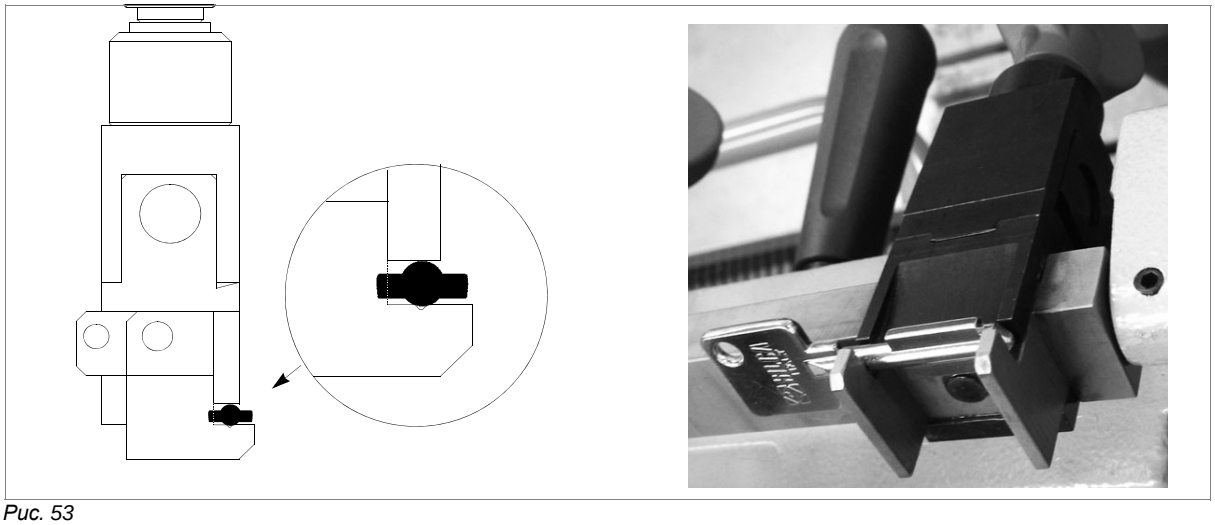

Рис. 53
- стержень ключа необходимо центрировать в малом V-образном гнезде в нижней части зажима (рис. 53).